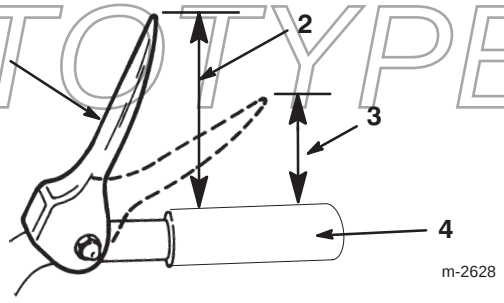

Bild 10
3. Stellen Sie die Sicherungsbundmutter durch Drehen an der oberen Fahrantriebsstange nach oben oder unten so ein, dass der Abstand zwischen der Oberkante des Handgriffs und der Unterkante des Antriebskupplungshebels wie in Bild 10 circa 13 cm beträgt.
Hinweis: Die Einstellung ist korrekt, wenn sich die Räder nicht mehr rückwärts drehen und der Abstand zwischen der Oberkante des Handgriffs und der Unterkante des Radantriebshebels wie in Bild 10 7,5 bis 10 cm beträgt.